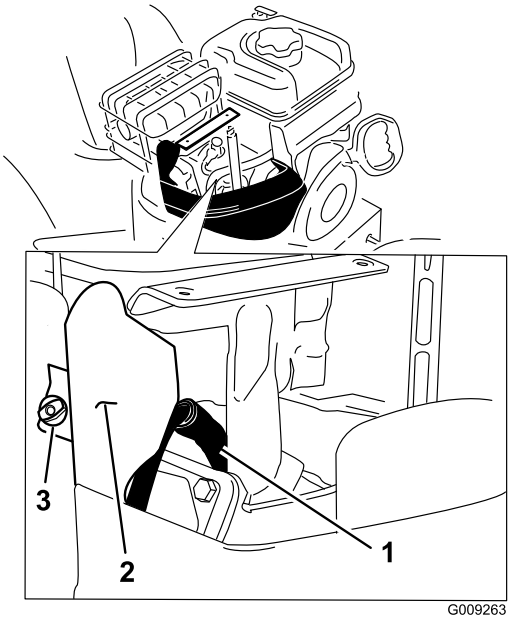

Figur 44
4. Fjern vingeskruen til braketten og braketten (Figur 44).
5. Rengjør rundt bunnen på tennpluggen (Figur 44).